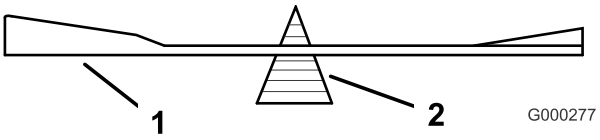
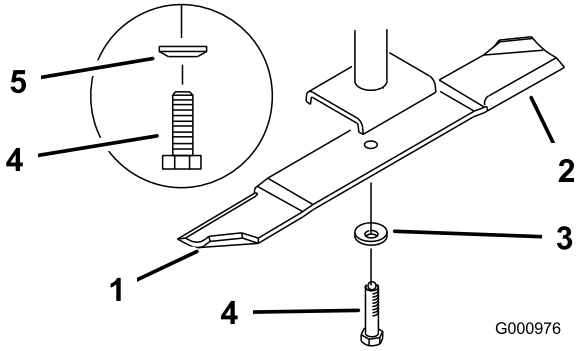

Figur 87
Figur 88
2. Fjern knivbolten, bueskiven og kniven fra spindelakselen (Figur 88).
2. Sjekk knivens balanse ved å legge den på en balanseringsinnretning (Figur 87). Hvis kniven holder seg i horisontal stilling, har den riktige balanse og kan brukes. Hvis kniven ikke er i balanse, files litt av metallet på enden av vingeområdet bort (Figur 88). Fortsett med dette helt til kniven er balansert.
1. Monter kniven på spindelakselen (Figur 88).
2. Monter boltene, avstandsstykkene og knivbladene. Fjærskivekonusen må installeres mot bolthodet (Figur 88). Stram knivbolten med et moment på 115–149 Nm.